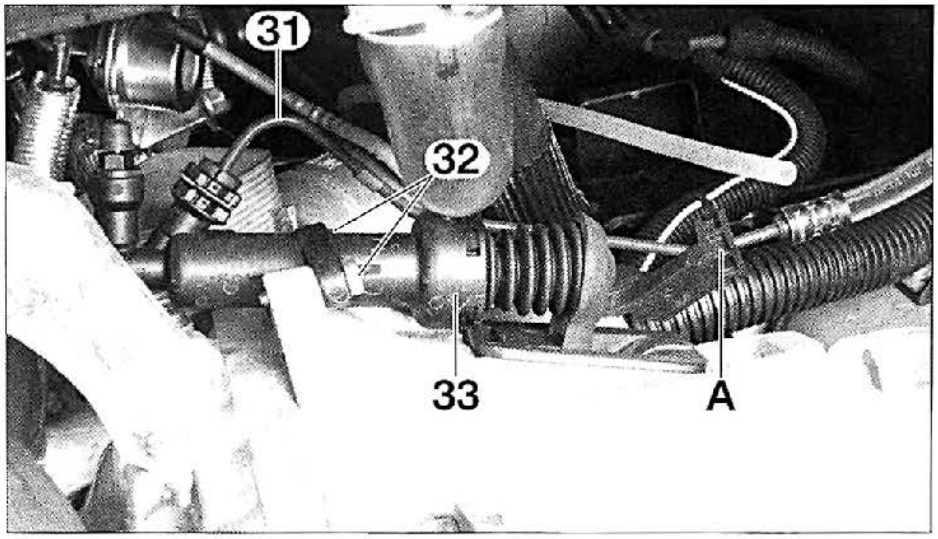

FIG. 8
• Desengrapar el tubo (31) (en "A") **(fig. 8)**.